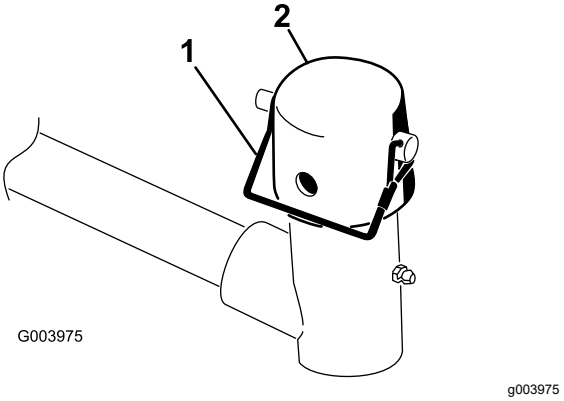

Rysunek 9
2. Zdejmij zamek i zatyczkę z jarzma przegubu ramienia podnoszącego (Rysunek 9).
Informacja: Zastosuj wgłębienie, jeżeli chcesz sterować zespołem tnącym, a jeżeli chcesz go zablokować w jednej pozycji, użyj otworu (Rysunek 9).